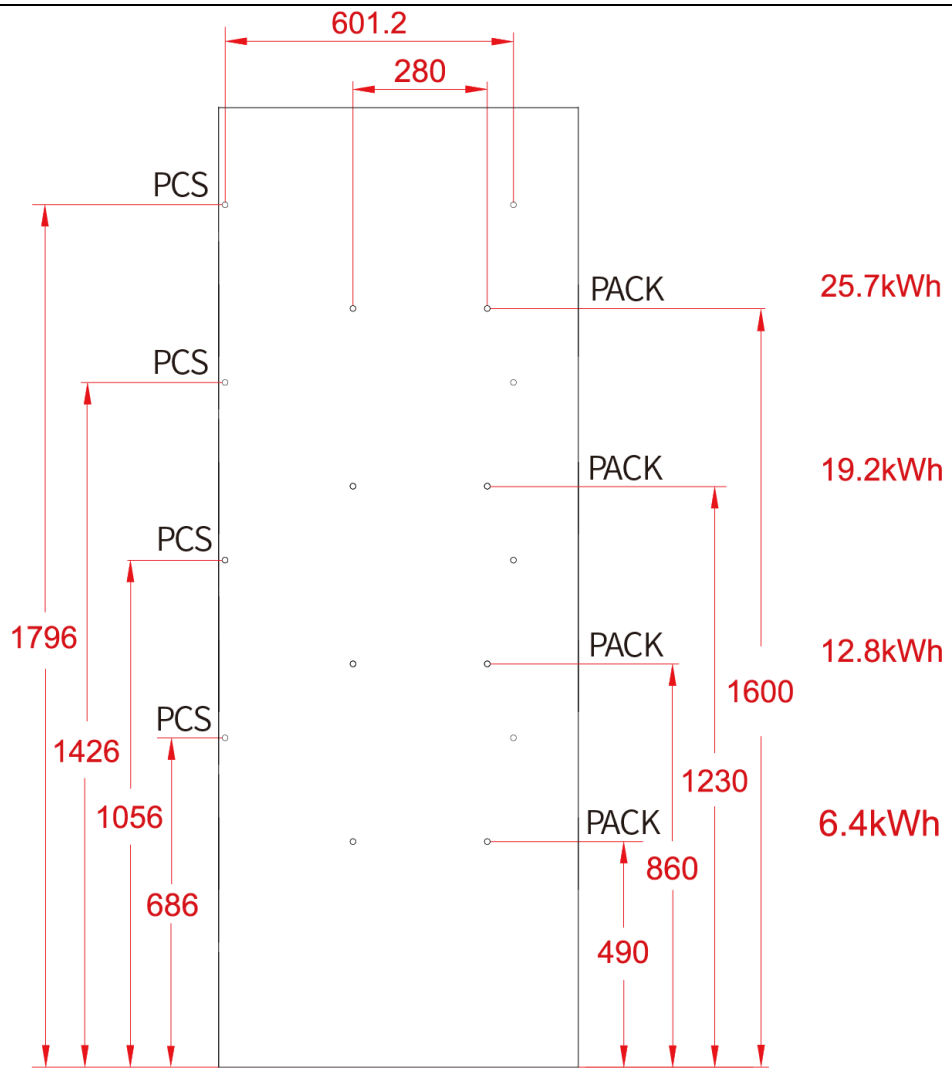

Abbildung 5-4 Bohrmaße (Einheit: mm)
Schritt 1 Bestimmen Sie die Bohrpunkte gemäß der Maßzeichnung für die Produktinstallation in Abbildung 5-4.